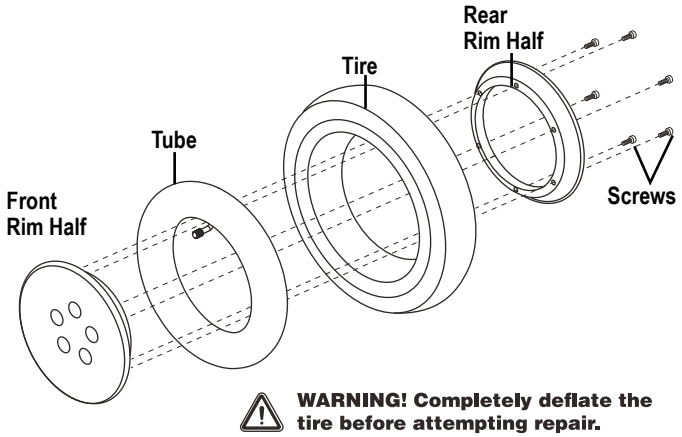

Figure 18. Drive Wheel Disassembled
6. Remove the screws and separate the front and rear rim. **See figure 18.**
10. Reinstall the five (5) lug nuts onto the wheel hub and tighten.